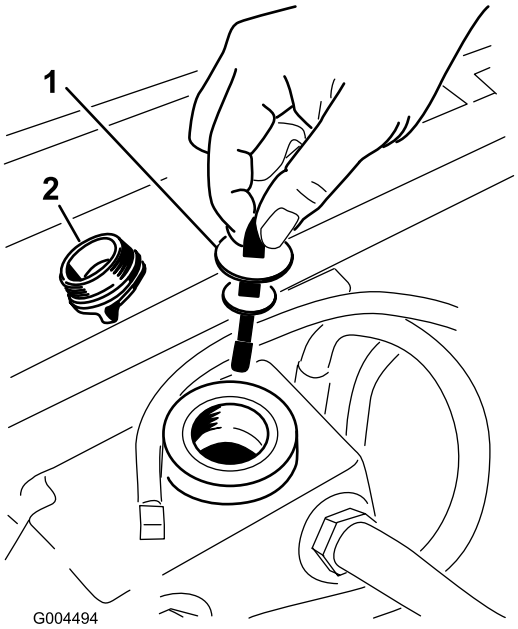

**Rysunek 60**
5. Odkręć korek wlewu zbiornika hydraulicznego z szyjki wlewu (Rysunek 60).
6. Wyjmij wskaźnik poziomu i wytrzyj go czystą szmatką (Rysunek 60).
7. Włóż wskaźnik poziomu do szyjki wlewu, a następnie wyjmij go i sprawdź poziom oleju (Rysunek 60).